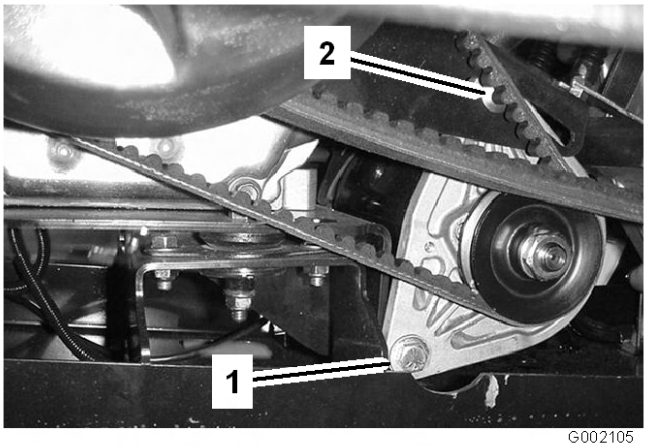

Figur 53
2. Løsne startergeneratorsvingbolten (Figur 53).
3. Kil et spikerjern mellom motormonteringen og starteren. Løsne mutteren på låseskruen (Figur 53).
5. Stram låseboltmutteren og fjern spikerjernet. Stram startergeneratorsvingbolten (Figur 53).